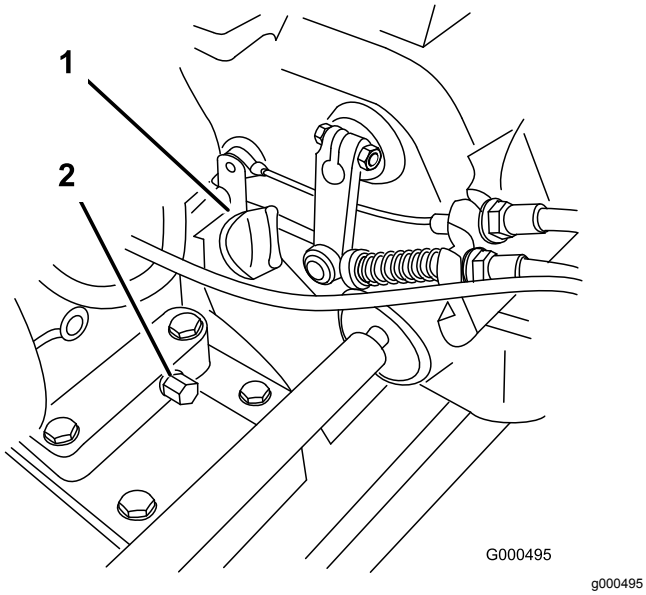

Figur 29
2. Plasser maskinen slik at motoren står jevnt, og rengjør området rundt oljenivåmåleren (Figur 29).
3. Fjern peilestaven for oljenivå ved å dreie den mot klokken (Figur 29).
2. Sett et oppsamlingsfat under tappepluggen bak på maskinen (Figur 29). Skru opp tappepluggen.